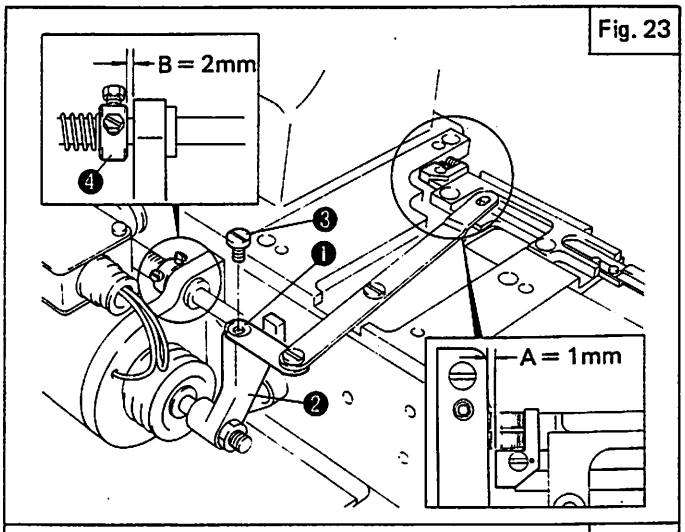

Fig. 23
CONNECTION OF SOLENOID (UNIT) WITH KNIFE HOLDER (UNIT) (Figs. 23 ~ 27)
Refer to Fig. 23 and connect Link ❶ and Crank ❷ with Screw ❸.